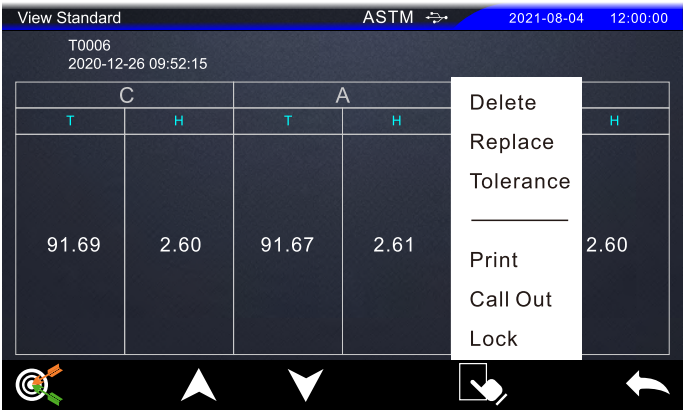

Figure 35 View Standard Interface
3)In the "View Standard" interface as shown in Figure 34, click " " to "Delete", "Replace", "Tolerance", "Print", "Cull out" and "lock" the currently selected standard as shown in Figure 35.